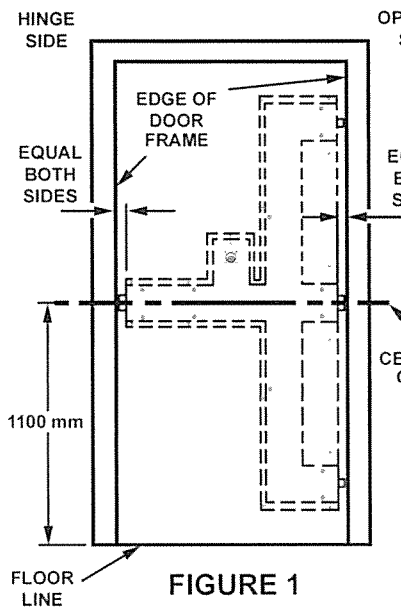

FIGURE 1
1. Mark centreline of Lock across inside of door at desired height (nominally 1000mm from floor to centreline of Handle). (Fig. 1)
2. Position Lock onto door at pre-determined height & such that the clearance between Lock Body & door jamb is equal on both sides. (Fig. 1) Fix Lock to door using self-tapping screws.